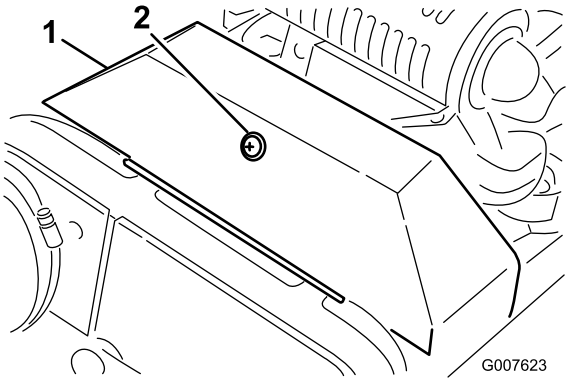

Figur 33
2. Lossa den hållare som håller fast kilremskåpan och öppna kåpan genom att vrida den (Figur 33).